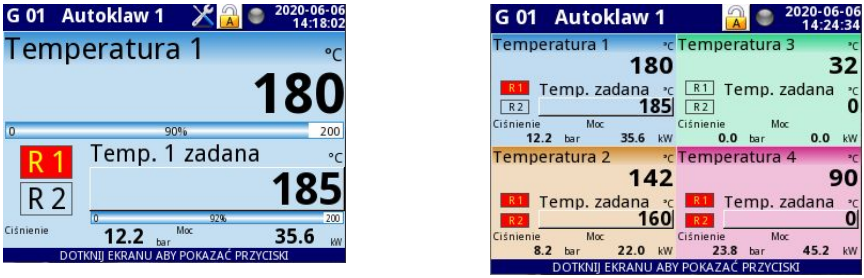

*Rys. 6.13 Przykład trybu prezentacji danych z 1 i 4 grup w postaci **regulatorów***
- regulatory - 1 grupa **Rys. 6.13,**
- regulatory - 4 grupy **Rys. 6.13.**